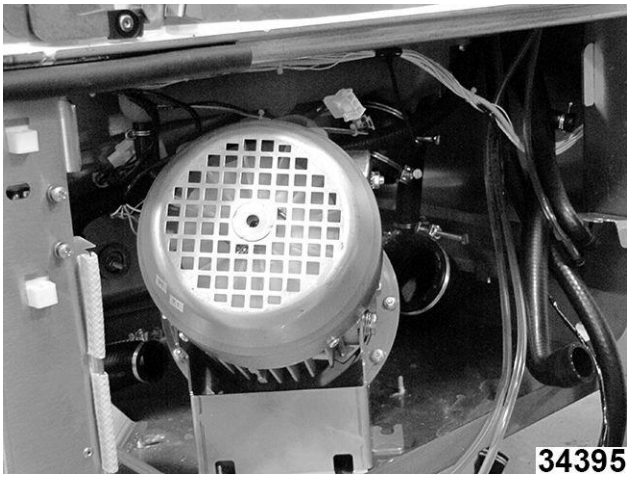

Fig. 135
7. Retire la bomba del lado derecho de la máquina. (Fig. 135)